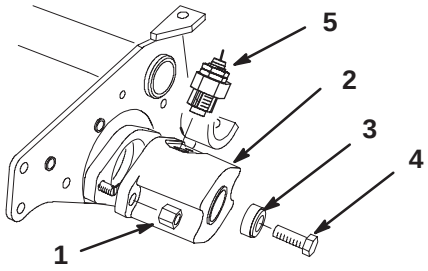

Figure 1
3. Remove the (2) locknuts securing the counter weight to the left end of the cutting unit. Remove the counter weight (Fig. 1). For Reelmaster 5100 and 5300, remove the reel shaft magnet and capscrew. Also remove the speed sensor from the counter weight and set it aside (Fig. 1).